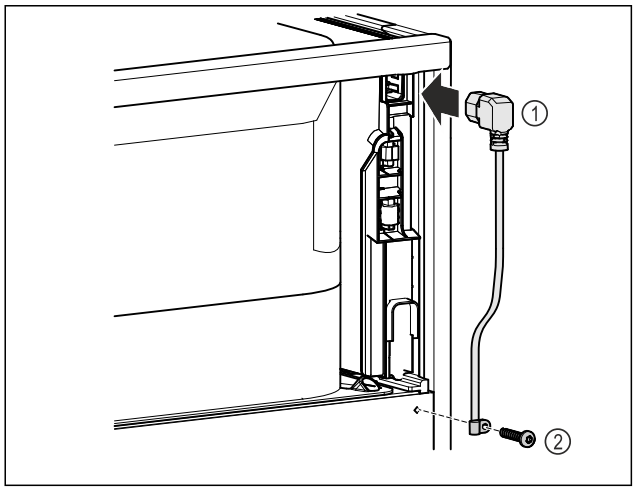

Fig. 46
▶ Introduceți mufa pentru puteri mici de la conductorul de racord la rețea *Fig. 46 (1)* pe partea posterioară a aparatului.
▶ Montați siguranța antismulgere. *Fig. 46 (2)*